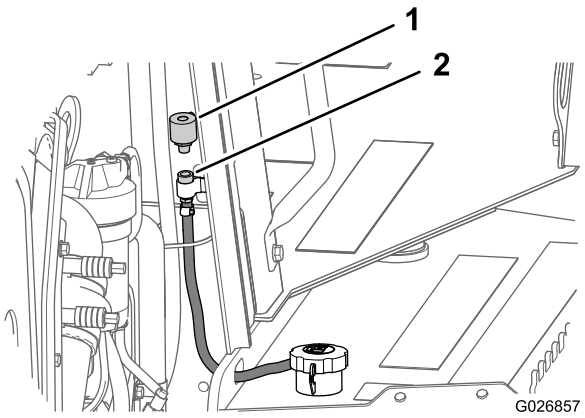

Figura 72
2. Sul lato anteriore del pannello del vano motore, rimuovete lo sfiatatoio dal giunto del tubo ruotando lo sfiatatoio in senso antiorario (Figura 72).
3. Montate un nuovo sfiatatoio nel giunto del tubo serrandolo a mano (Figura 72).